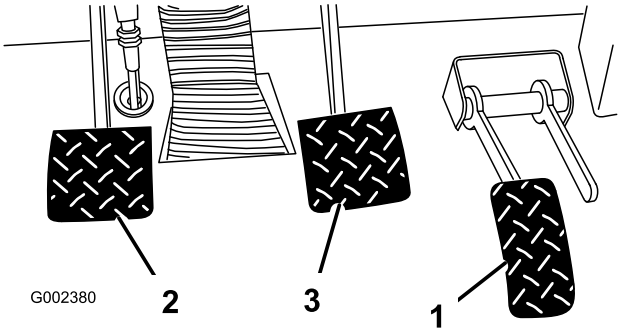

Figura 69
2. Tire hacia arriba del pedal de freno (Figura 69) hasta que entre en contacto con el bastidor.